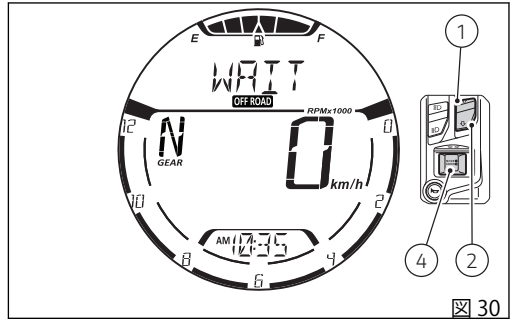

図 30
ボタン (4) を押した後、ディスプレイには “ABS:OFF” (図 30) の代わりに “WAIT” の文字が 2 秒間現れます。2 秒後、ABS システムが正常に解除されると、前の画面に戻り “ABS: ON” の文字が表示されます。